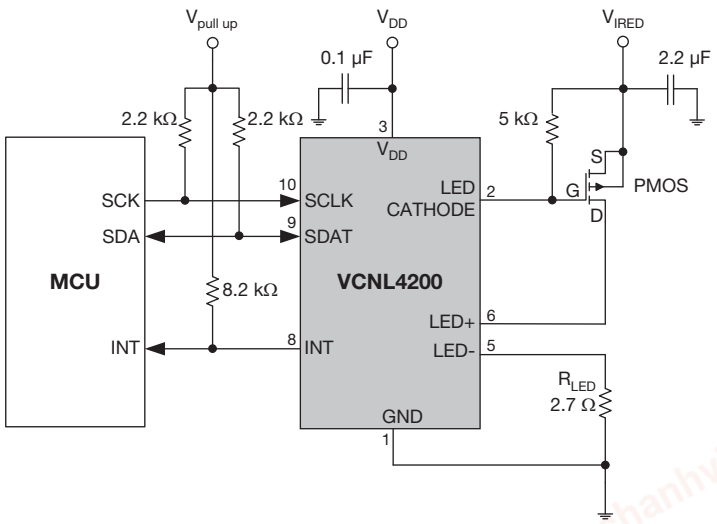

Fig. 11 - Application Diagram
(1) Light source: white LED
(2) Maximum detection range to ambient light can be determined by ALS refresh time adjustment. Refer to table 17 “ALS Resolution and Maximum Detection Range”
(3) Based on IRED on / off duty ratio = 1/160, 1/320, 1/640, and 1/1280. The circuitry should use an external MOSFET as shown with Fig.11. Please see also the Application Note “Designing the VCNL4200 into an Application” (www.vishay.com/doc?84327)